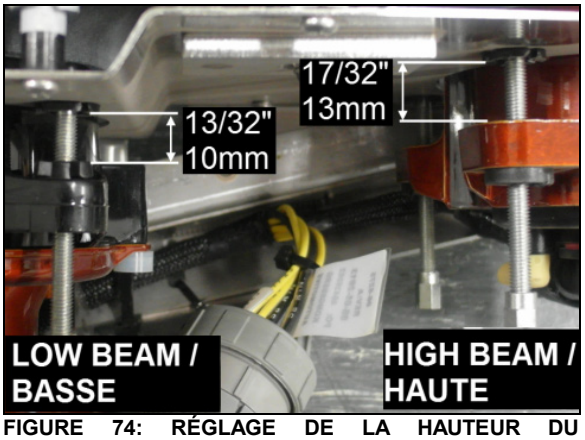

FIGURE 74: RÉGLAGE DE LA HAUTEUR DU PROJECTEUR
9. Régler la hauteur du projecteur par rapport à la plaque de montage à chacune des tiges filetées. Visser les tiges filetées jusqu'à ce que le projecteur soit à 10mm ou 13mm selon le cas de la plaque tel que montré à la Figure 74.